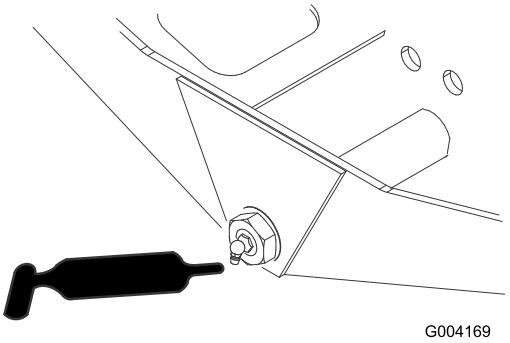

Figura 105
- Pivot axă directoare (1) (Figura 105)